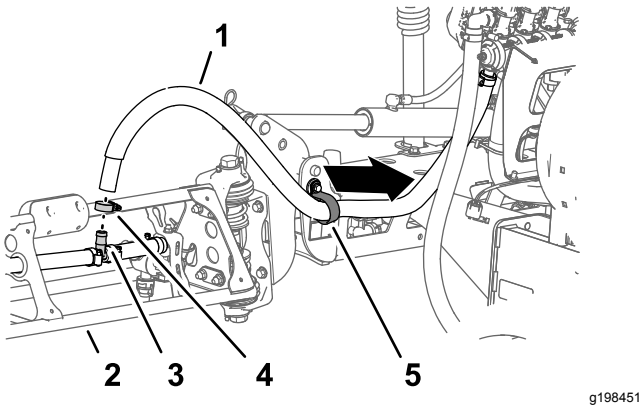

Figur 33
1. Ved den ydre sprøjtesektion fjernes den slange-klemme, der fastgør sprøjtesektionsslangen til T-stykket med modhager (Figur 33).
2. Fjern slangen fra T-stykket (Figur 33).
3. Fjern den frie ende af slangen fra R-klemmen (Figur 33).